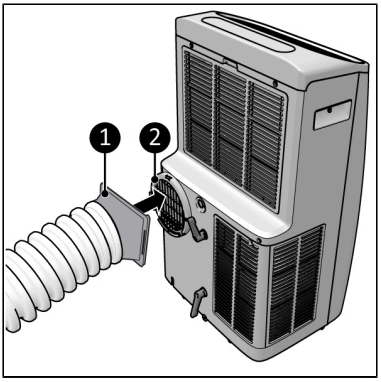

Figure 29.
6. Connect the hose connector (Figure 29, pos. 1) to the hot air outlet of the device (Figure 29, pos. 2).